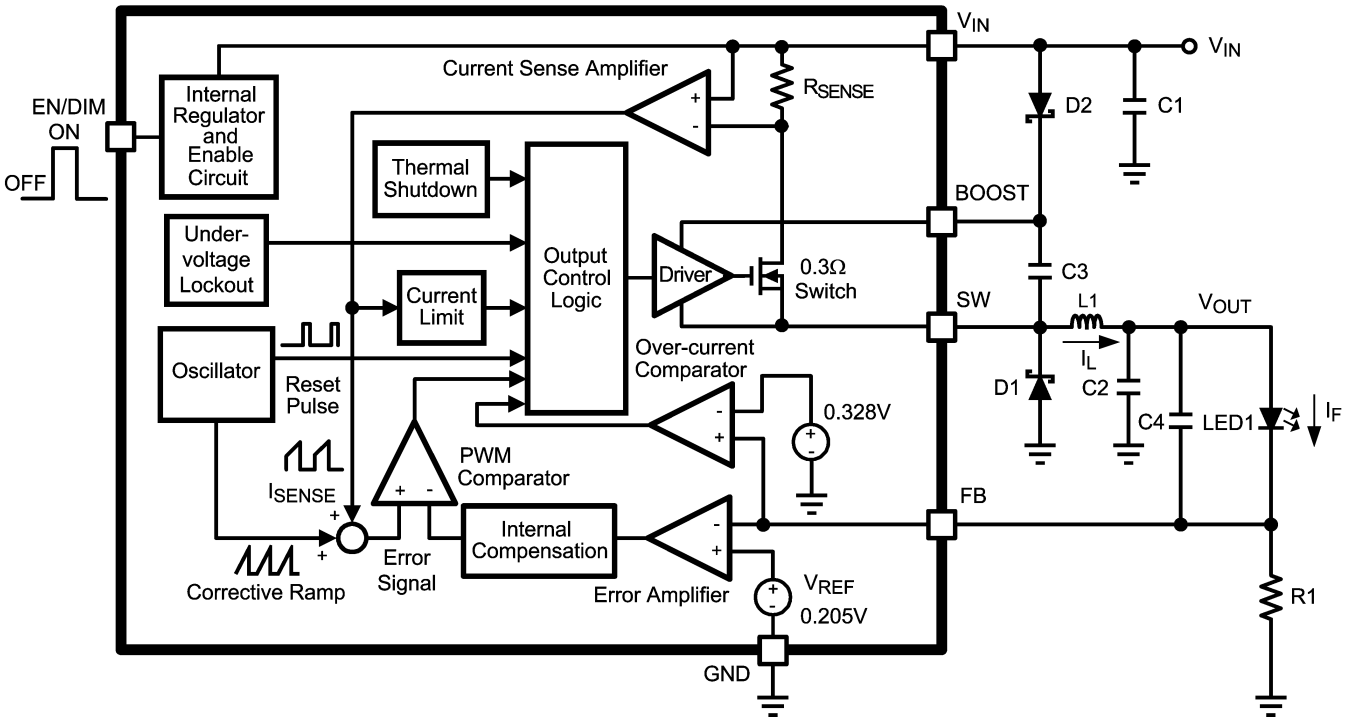
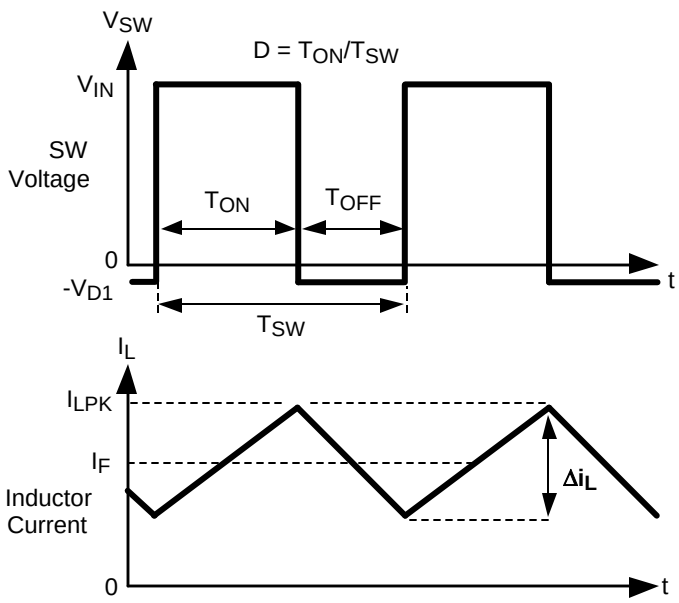

Figure 13. Simplified Block Diagram
Figure 14. SW Pin Voltage and Inductor Current Waveforms of LM3405A
The following description of operation of the LM3405A will refer to the Simplified Block Diagram (Figure 13) and to the waveforms in Figure 14. The LM3405A supplies a regulated output current by switching the internal NMOS power switch at constant frequency and variable duty cycle. A switching cycle begins at the falling edge of the reset pulse generated by the internal oscillator. When this pulse goes low, the output control logic turns on the internal NMOS power switch. During this on-time, the SW pin voltage (V_{SW}) swings up to approximately V_{IN}, and the inductor current (I_L) increases with a linear slope. I_L is measured by the current sense amplifier, which generates an output proportional to the switch current. The sense signal is summed with the regulator's corrective ramp and compared to the error amplifier's output, which is proportional to the difference between the feedback voltage and V_{REF}. When the PWM comparator output goes high, the internal power switch turns off until the next switching cycle begins. During the switch off-time, inductor current discharges through the catch diode D1, which forces the SW pin to swing below ground by the forward voltage (V_{D1}) of the catch diode. The regulator loop adjusts the duty cycle (D) to maintain a constant output current (I_F) through the LED, by forcing FB pin voltage to be equal to V_{REF} (0.205V).
Capacitor C3 and diode D2 in Figure 13 are used to generate a voltage V_{BOOST}. The voltage across C3, V_{BOOST} - V_{SW}, is the gate drive voltage to the internal NMOS power switch. To properly drive the internal NMOS switch during its on-time, V_{BOOST} needs to be at least 2.5V greater than V_{SW}. A large value of V_{BOOST} - V_{SW} is recommended to achieve better efficiency by minimizing both the internal switch ON resistance ($R_{DS(ON)}$), and the switch rise and fall times. However, V_{BOOST} - V_{SW} should not exceed the maximum operating limit of 5.5V.
The first method is shown in the Simplified Block Diagram of Figure 13. Capacitor C3 is charged via diode D2 by V_{IN}. During a normal switching cycle, when the internal NMOS power switch is off (T_{OFF}) (refer to Figure 14), V_{BOOST} equals V_{IN} minus the forward voltage of D2 (V_{D2}), during which the current in the inductor (L1) forward biases the catch diode D1 (V_{D1}). Therefore the gate drive voltage stored across C3 is:
The inductor value determines the output ripple current (Δi_L, as defined in Figure 14). Lower inductor values decrease the size of the inductor, but increases the output ripple current. An increase in the inductor value will decrease the output ripple current. The ratio of ripple current to LED current is optimized when it is set between 0.3 and 0.4 at 1A LED current. This ratio r is defined as: